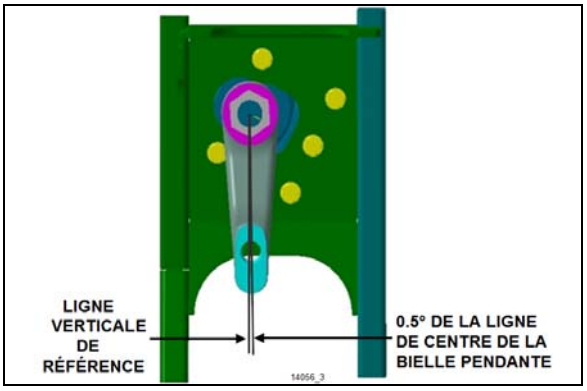

FIGURE 34: ALIGNEMENT DE LA BIELLE PENDANTE IFS
4. Vérifier si la relation angulaire de la bielle pendante avec le boîtier de direction est similaire à l'illustration Figure 34.